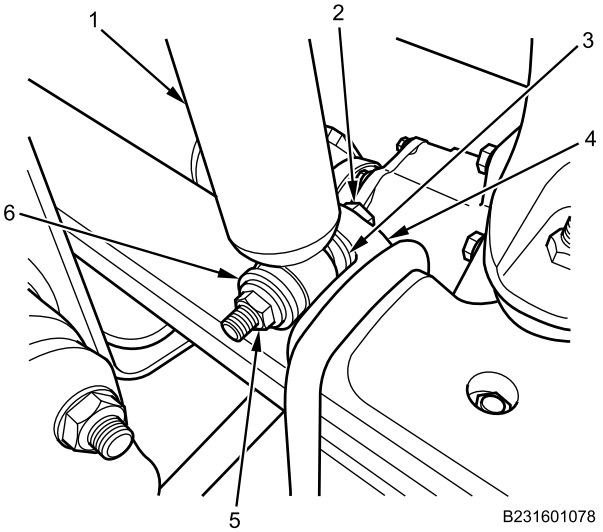

Figure 4. Front Shock Absorber Lower Mount Installation.
4. Apply corrosion preventive compound to lower bolt (Figure 4, Item 2), inner washer (Figure 4, Item 3), outer washer (Figure 4, Item 6), and lower nut (Figure 4, Item 5).
5. Install lower bolt (Figure 4, Item 2) through lower mount (Figure 4, Item 4), inner washer (Figure 4, Item 3), and lower eyelet (Figure 4, Item 1).
6. Install lower outer washer (Figure 4, Item 6) and lower nut (Figure 4, Item 5) on lower bolt (Figure 4, Item 2).